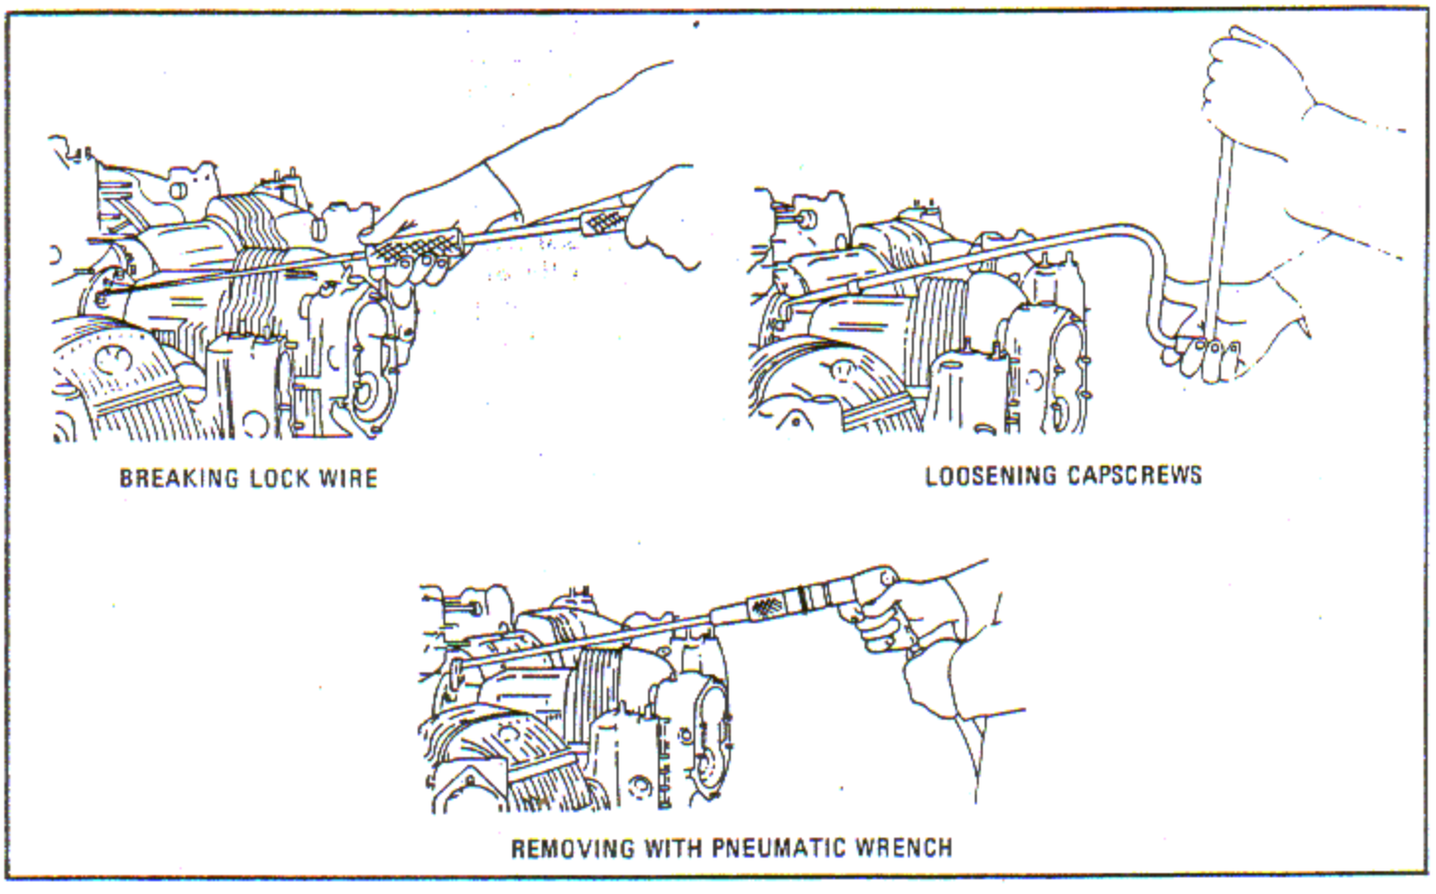

Figure 4-13. Removing Cylinder Capscrews
a. Remove the lockwire on the cylinders using a wire puller. See figure 4-13. If the cylinder capscrews are secured with locking plates, remove the retaining cotter pin. Remove the lock plate using puller.
b. Break the torque on all capscrews using wrench and wrench A. See figure 4-13.